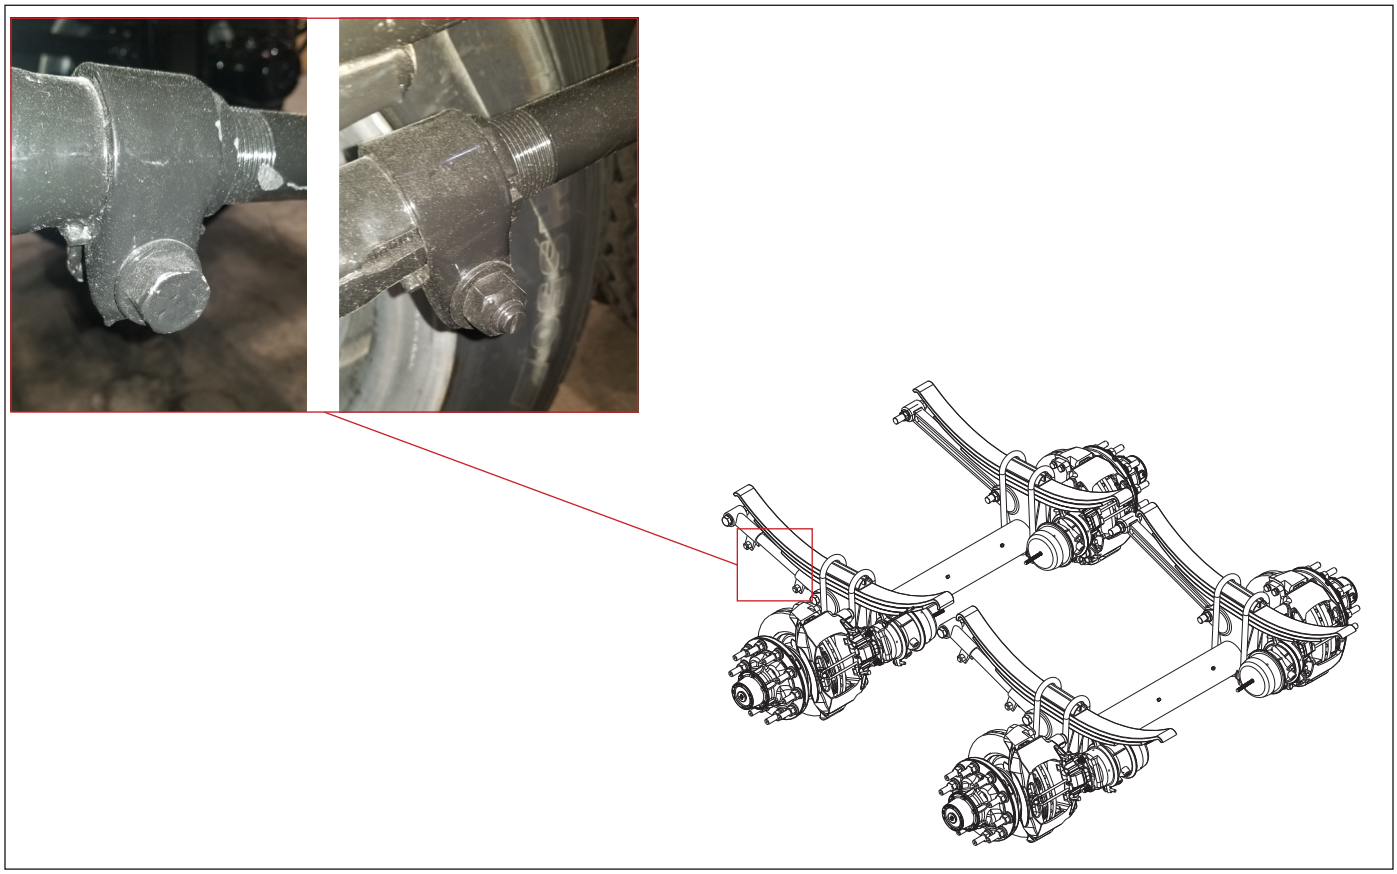

Figure 4-8: Manual alignment is performed by loosening the bolts and adjusting the rod with a pipe wrench.
8. To align axles manually, use a 15/16” wrench and pipe wrench. Loosen the nuts and bolts, ***See Figure 4-8***, and adjust the tie rod until the 1/8” offset is achieved for road slope. Tighten nuts and bolts to torque recommendations and remeasure to ensure adjustment stayed correct. Adjust as needed to maintain offset.